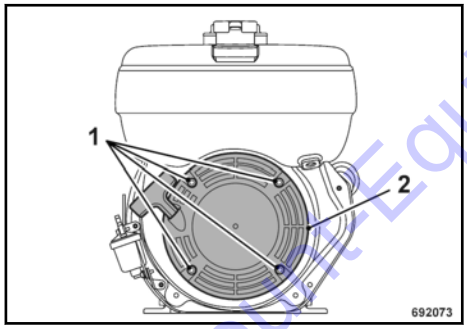

Fig. 65
Unscrew the fastening screws (1) ↳ Fig. 65 and pull the recoil starter (2) from the engine housing.